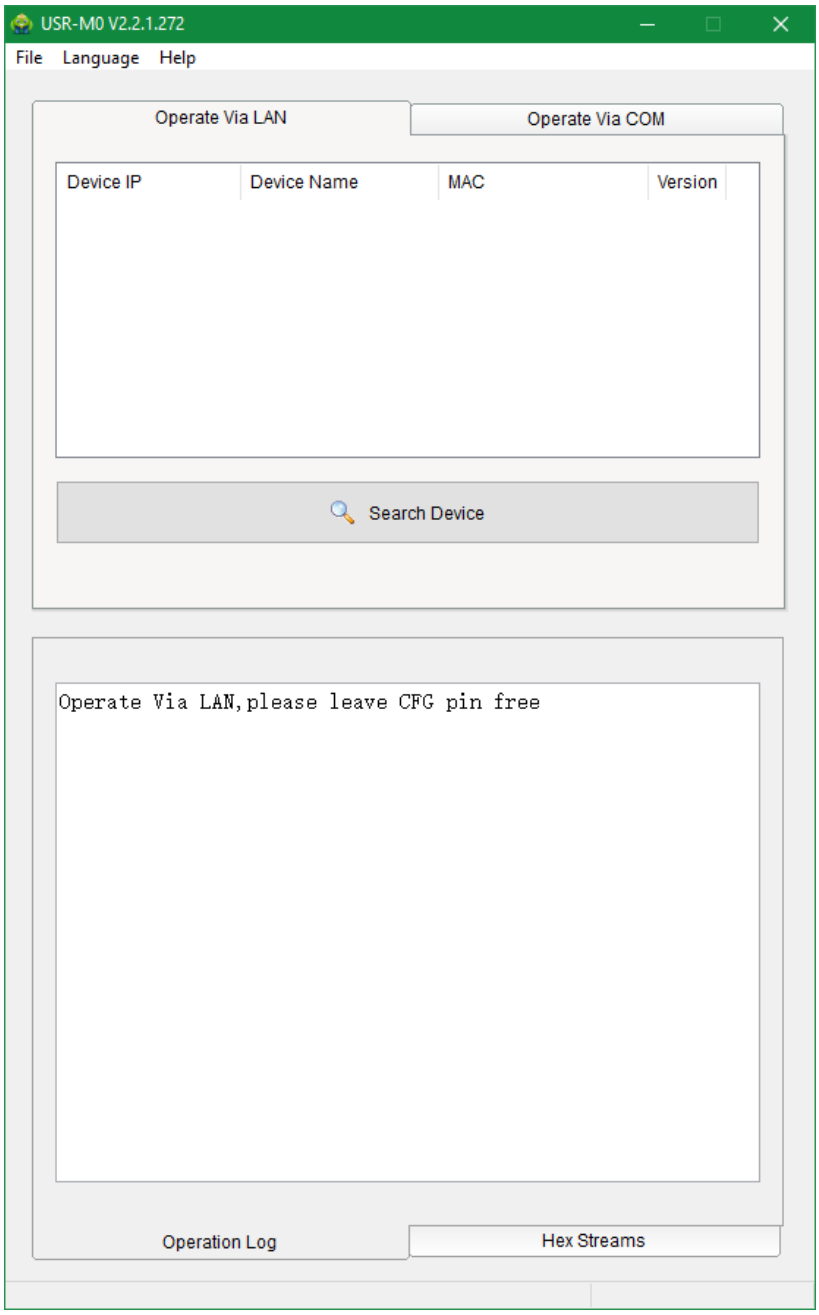

Рисунок 5.1.
3. Запустить утилиту USR-M0 Setup Software V2.2.1.272. На экране отобразится окно, приведенное на рис.5.1.